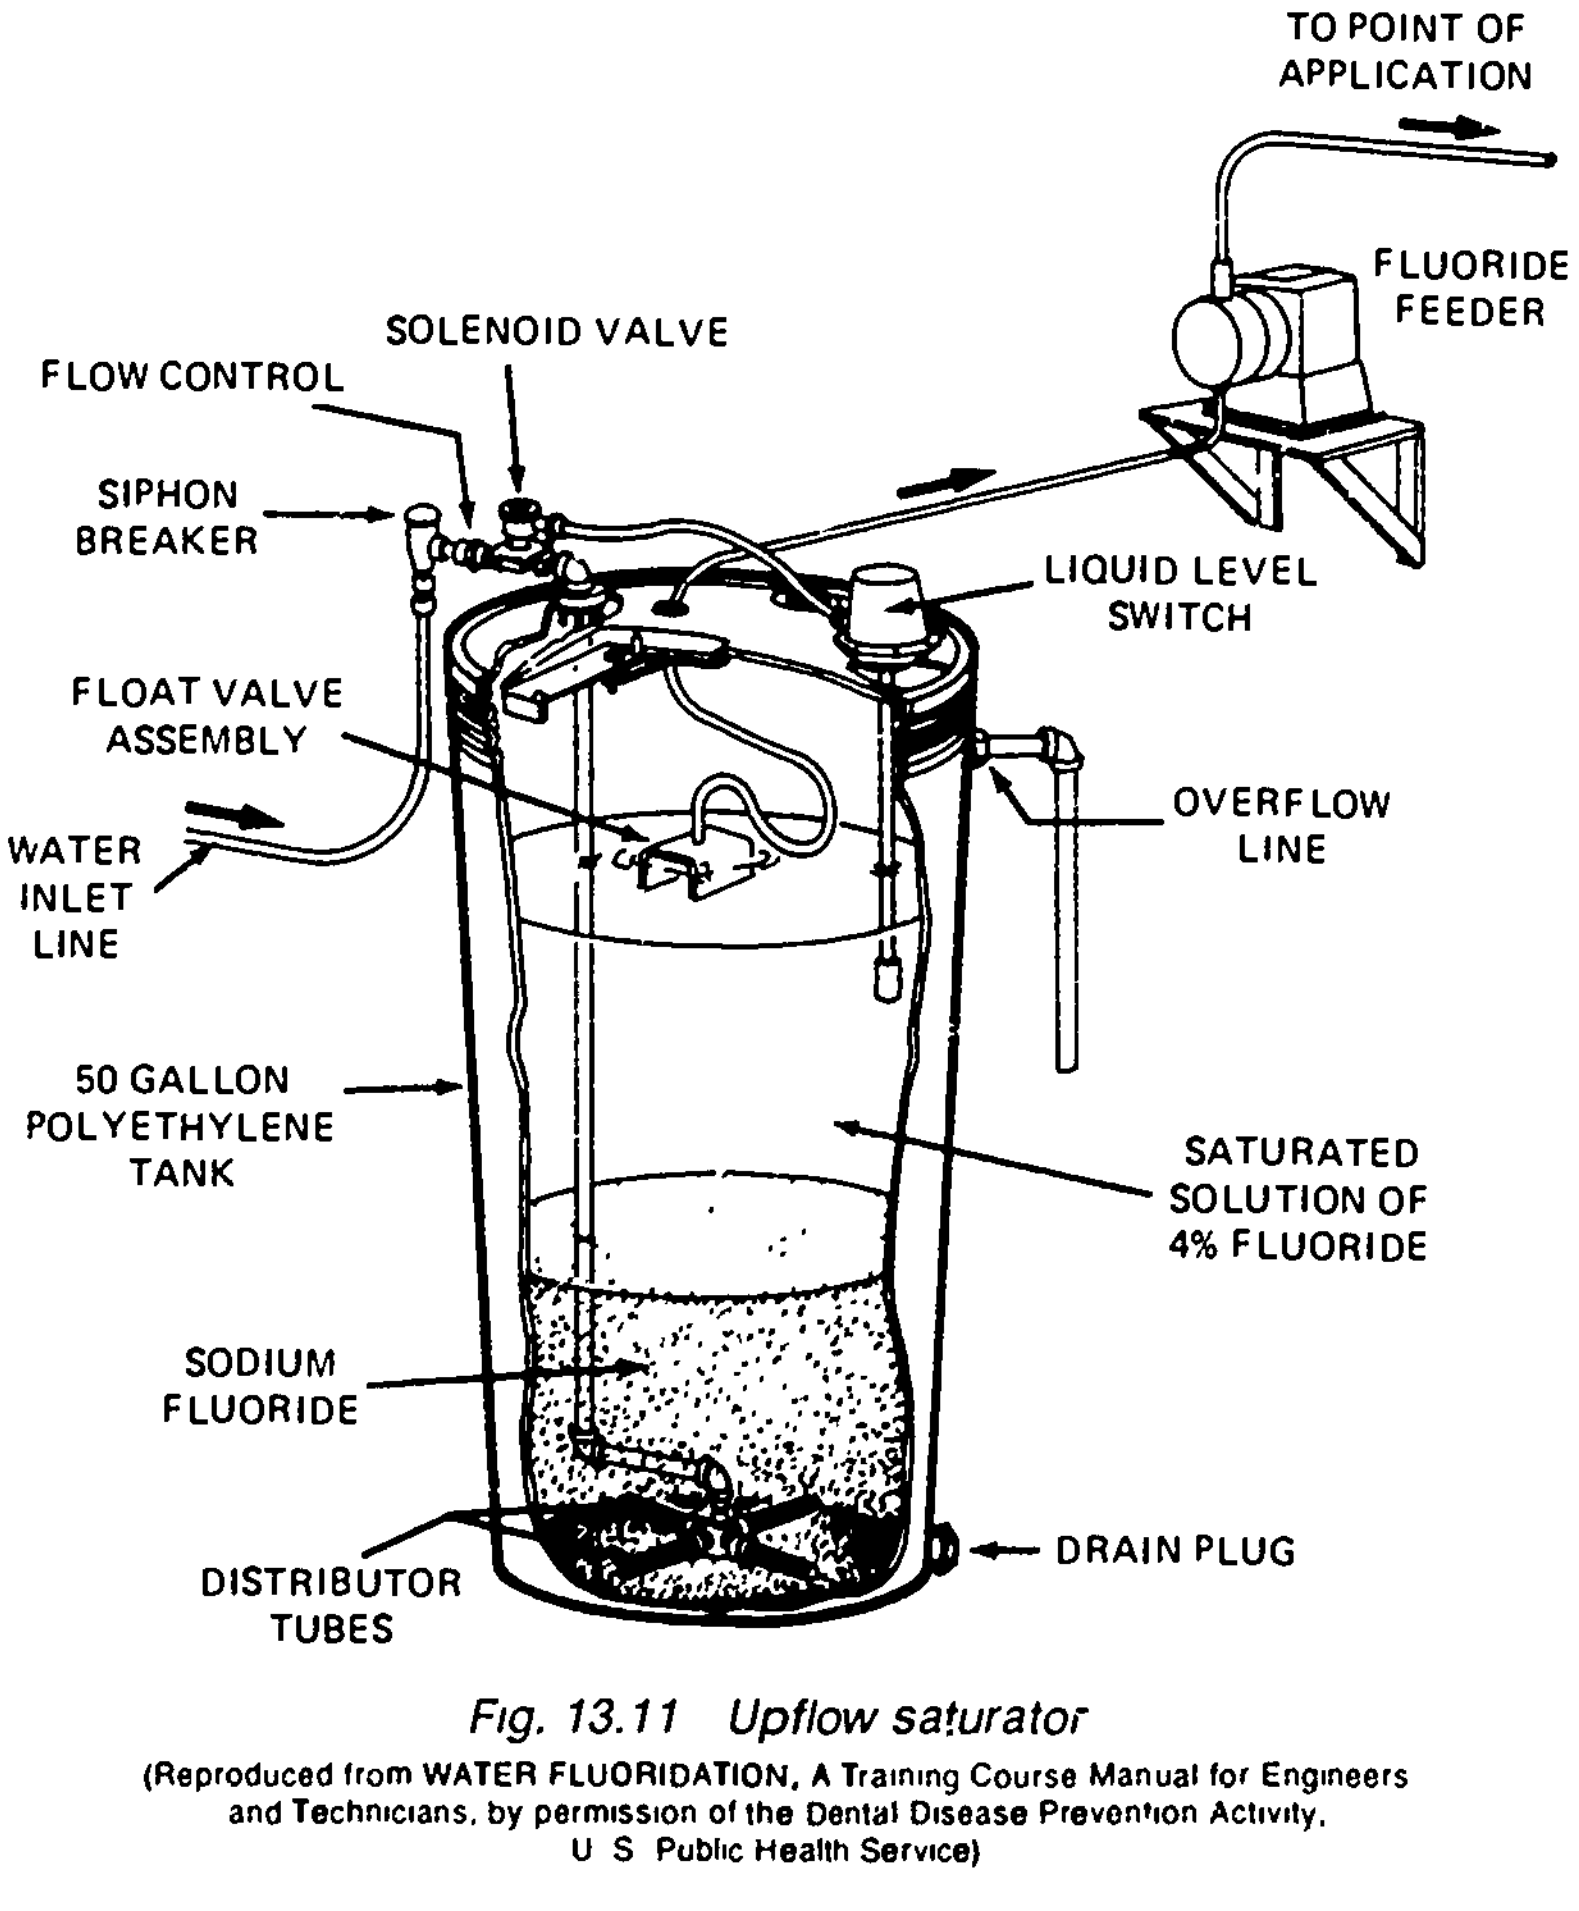

Fig. 13.11 Upflow saturator
13.33 Upflow Saturators (Figure 13.11)